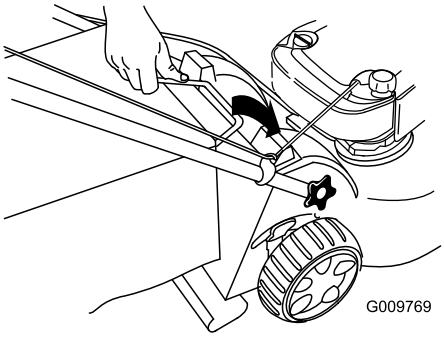

Figur 23
3. Sätt i gräsuppsamlarens handtag i skårorna längst upp på klipparen (Figur 23).